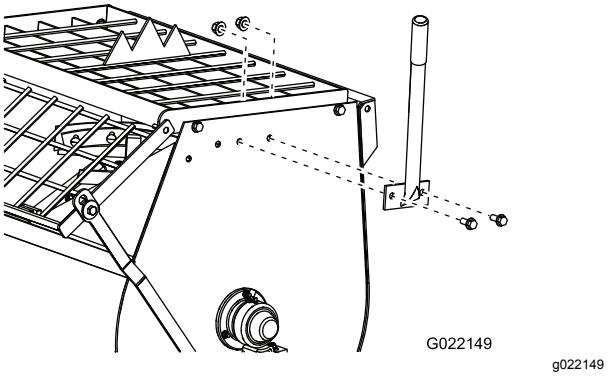

Figure 5
2. Install the dump handle to the side of the drum using 2 bolts and nuts as shown in Figure 3, Figure 4, or Figure 5, as appropriate for your model.